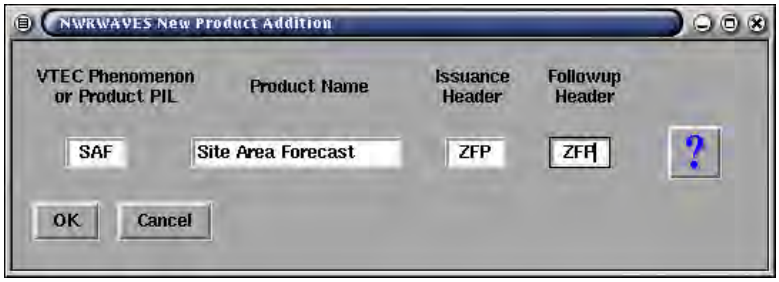

Figure 4f – Add a new product to NWRWAVES
b) A pop-up GUI interface will display (Figure 4f). In the text boxes provided, fill in the basic information of the new product, similar to what is displayed below.